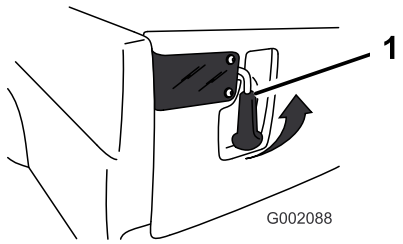

Figuur 17
1. Om de achterlaadklep te openen, drukt u de hendels van de grendels naar boven (Figuur 17). De grendels klappen naar het midden van de achterlaadklep. Laat de achterlaadklep langzaam neer.